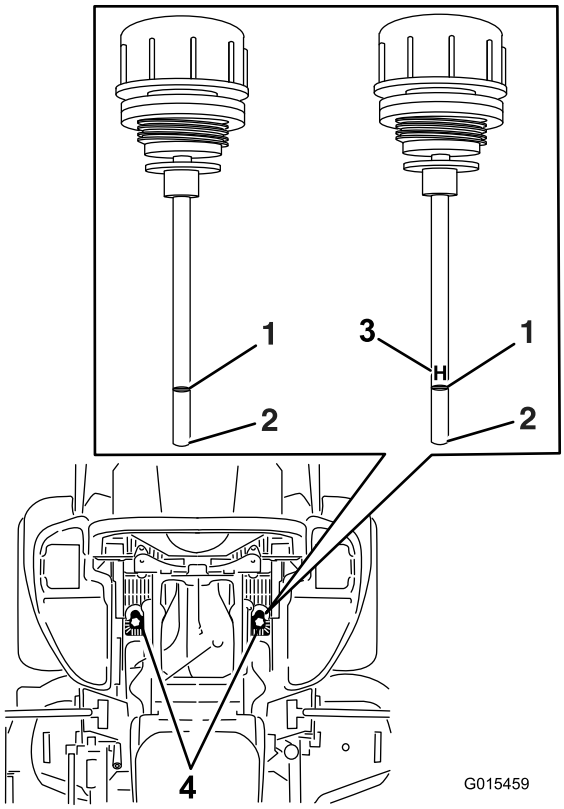

**Figuur 82**
6. Reinig het gebied rond de peilstokken van de reservoirs van het hydraulische systeem (Figuur 82).
7. Verwijder een van de peilstokken uit het hydraulische reservoir (Figuur 82).
9. Neem de peilstok eruit en bekijk het uiteinde (Figuur 82). Als het oliepeil slechts tot de bijvulmarkering reikt, dient u langzaam precies genoeg olie in het hydraulische reservoir te gieten opdat het peil tot de volmarkering of de **H**-lijn reikt.